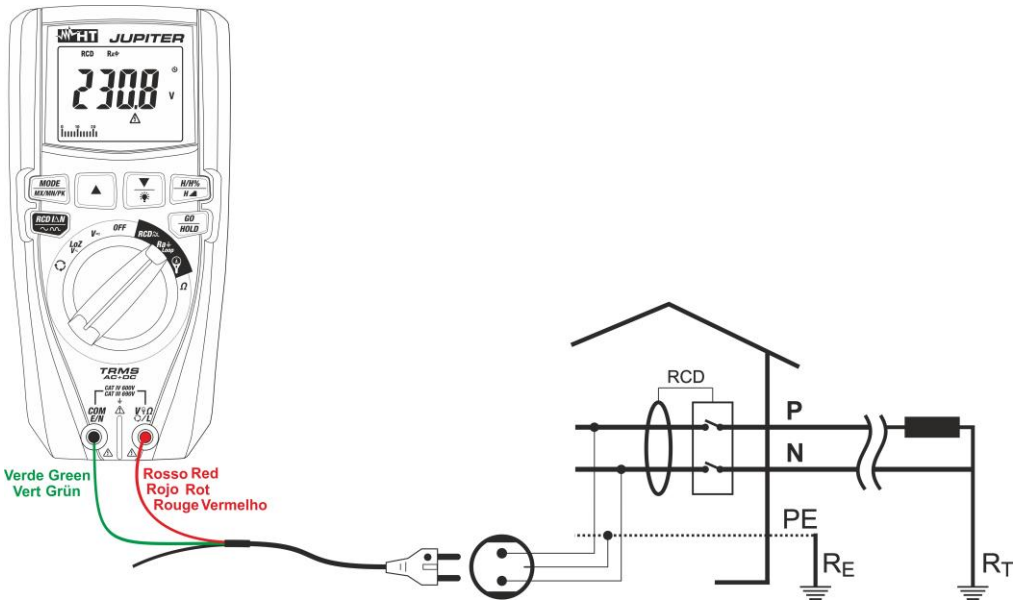

Fig. 17: Utilisation pour mesurer la résistance globale de terre avec câble Schuko.
5. Si on utilise le câble avec la fiche Schuko, introduire le conducteur rouge dans la borne d'entrée **VΩ⏚L** et le conducteur vert dans la borne d'entrée **COM/E/N** puis connecter l'instrument à l'installation sous test (voir Fig. 17). La valeur de la tension Phase-Terre apparaît à l'écran.